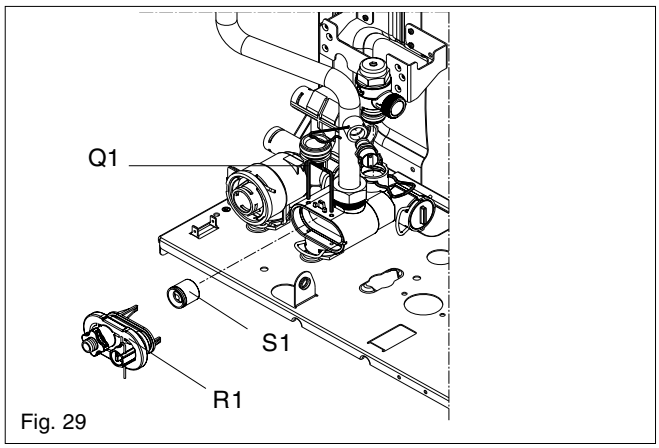

Fig. 29
6.14 AUTOMATIC BY-PASS (fig. 29)